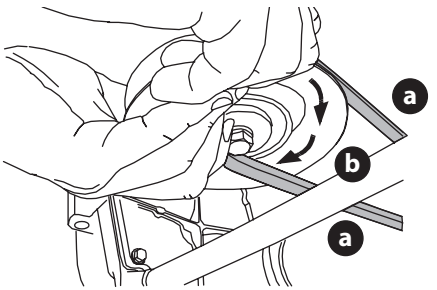

Fig. 42
d. Tout en maintenant la courroie de la PDF (a) vers le bas, continuez à faire tourner la poulie de la PDF (b) jusqu'à ce que la courroie de la PDF (a) se déroule de la poulie de la PDF (b) (Fig. 42).
8. Tirez le côté droit de la courroie de la PDF vers l'arrière, puis placez le côté en « V » étroit de la courroie de la PDF dans la poulie de la PDF (Fig. 42 à la page 106).
9. Tout en tenant ensemble la courroie et la poulie de la PDF, faites tourner la poulie de la PDF vers la gauche (Fig. 42 à la page 106). Continuez à tenir et à faire tourner la poulie et la courroie de la PDF jusqu'à ce que la courroie de la PDF soit complètement enroulée dans la poulie de la PDF.